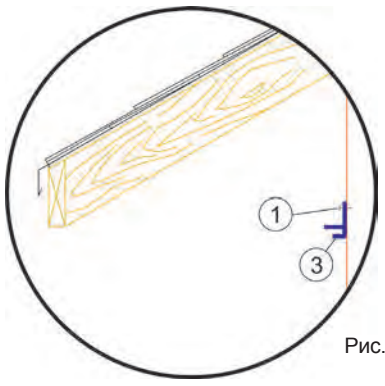

Рис. 2
При отсутствии направляющих брусков закрепите на стене F-планки (3) (рис. 2).